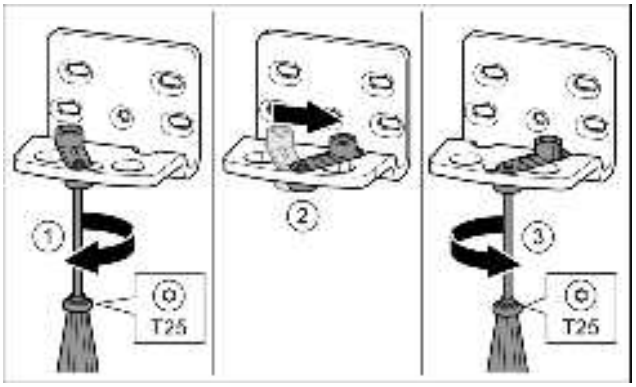

Fig. 15
- ▶ Loosen the screw using a T25 screwdriver. *Fig. 15 (1)*
- ▶ Lift the door closure aid and turn it 90° to the right in the hole. *Fig. 15 (2)*
- ▶ Tighten the screw using a T25 screwdriver. *Fig. 15 (3)*